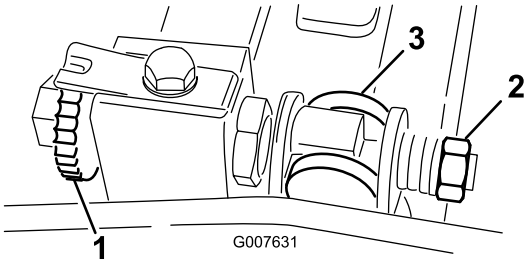

Figuur 54
1. Draai de stelschroef van de snijbalk linksom om de snijbalk weg te trekken van de messenkooi (Figuur 54).
2. Draai de veerspanningsmoer uit totdat de drukring niet meer tegen de snijbalk is geklemd (Figuur 54).